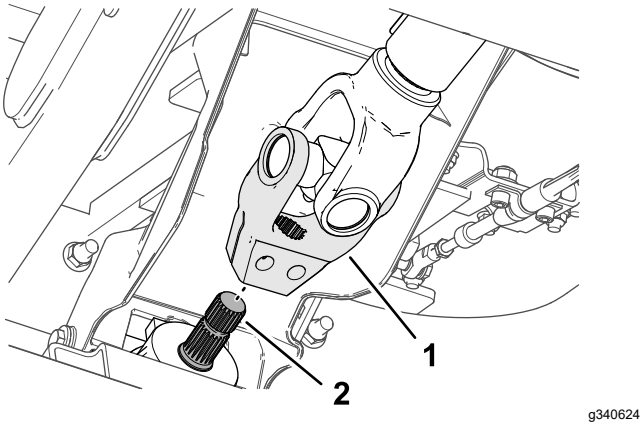

Figura 18
5. Alinee las estrías de la horquilla del árbol de transmisión con las del eje primario del accesorio (Figura 18), y coloque la horquilla sobre el eje.